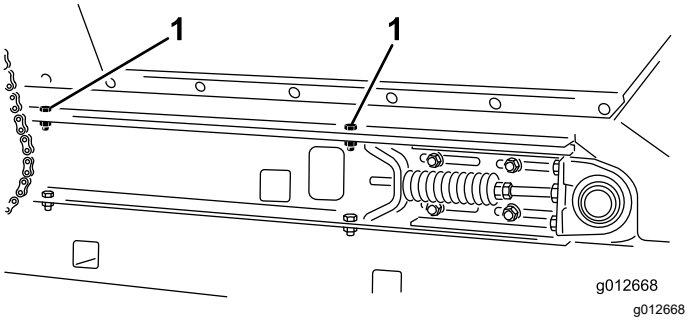

Figuur 37
4. Bevestig de hopper aan de glijframerails aan elke kant van de machine (Figuur 37); gebruik hierbij de 2 inbusbouten, 2 ringen en 2 borgmoeren die u hebt verwijderd in De glijband demonteren (bladz. 24).